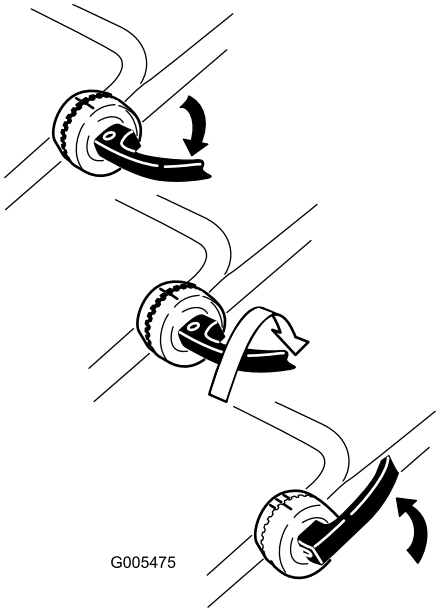

**Figur 5**
**Bemærk:** Hvis et håndtagsgreb er løst, skal du åbne grebet, rotere det med uret 1 eller 2 omgange for at stramme det til og dernæst lukke grebet (Figur 5).